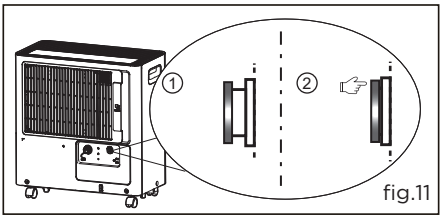

fig.11
a. Pressez l'anneau de serrage du joint de vidange;(fig.11)